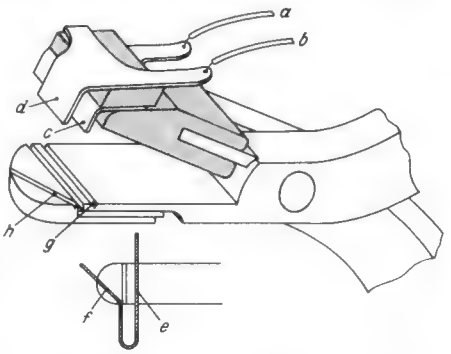

Bild 3. Die Spezialzange zum Erhitzen und Einstoßen der Anschlußdrähte
die z. B. für Parallelschaltung von Impedanzen gilt, und kann ebenso wie diese nomografiert werden. Man erhält so für jedes Q ein Nomogramm mit drei Leitern U, U′ und U″; ähnlich wie beim Funktechnischen Arbeitsblatt Uf 13 kann man die vier Nomogramme für die unter (6) angegebenen Q-Werte auf *einem* Blatt unterbringen, wenn man die in *Bild 3* gezeigte Darstellung wählt.
Bild 3. Nomogramm zur Ermittlung der wahren Spannung U aus den gemessenen Spannungen U′ (großer Bereich) und U″ (kleiner Bereich). Reichen die gezeichneten Meßwerte nicht aus, so sind alle Skalen mit dem gleichen Faktor multipliziert zu denken (z. B. 5, 10, 100...)
Der Erhitzung der heiß verzinnten Anschlußdrähte, um sie in die Spulenflansche einzustoßen, ist besondere Aufmerksamkeit zu schenken. Bei zu starker Erwärmung würde die Zinnschicht verbrennen und die Befestigung unsauber werden, weil der Thermoplast dann zu flüssig wird und man zu lange warten müßte, bis der Draht und der Thermoplast erkaltet sind. Ein sehr brauchbares Verfahren für das heiße Einstoßen der Anschlußdrähte ist in *Bild 3* wiedergegeben, bei dem man eine speziell
In die Zange (Bild 3) sind im unteren Teil Kerben g und h eingelassen, damit für die Schleife des Anschlußdrahtes leicht der richtige Sitz gefunden werden kann. Die Schlei-